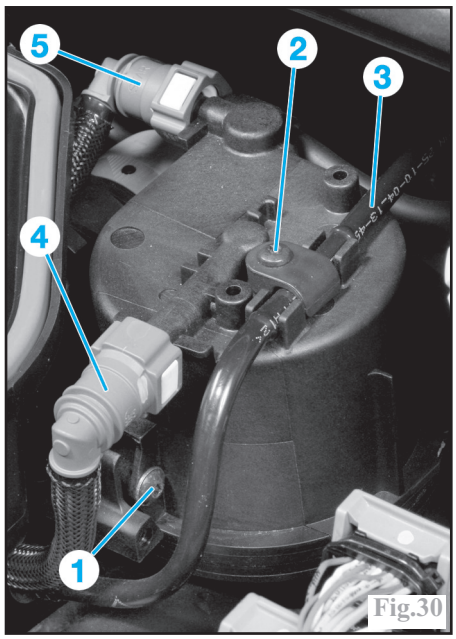

Fig.30
Sur le boîtier du filtre (Fig.30), déposer :
Désaccoupler les tuyaux (4) et (5) et les obturer à l'aide de bouchons appropriés (Fig.30).